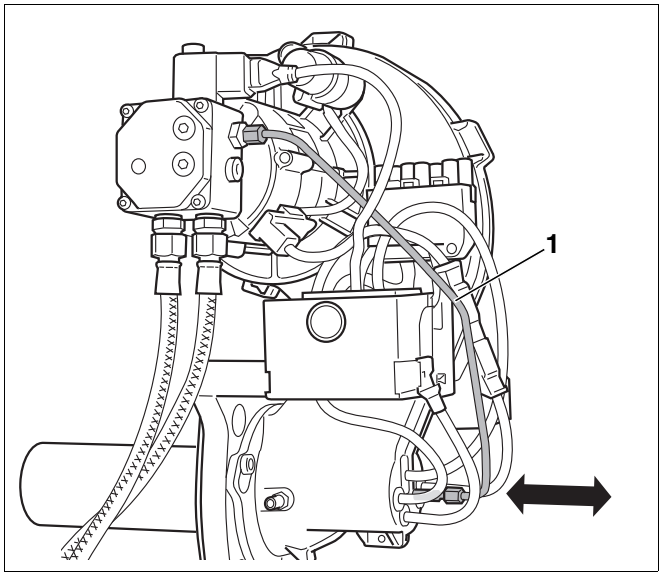

*Рис. 34 Проверка правильной установки смесительной системы*
- Вытянуть топливный трубопровод (Рис. 34, **поз. 1**) указанным способом примерно на 5 мм.